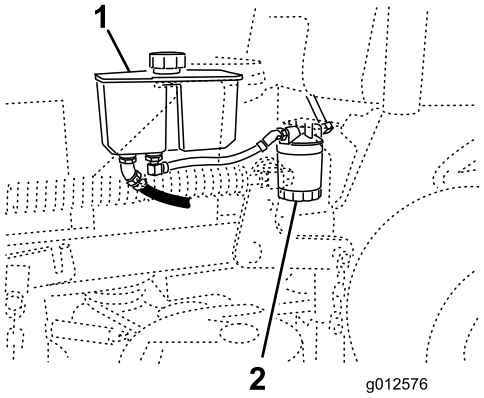

Figur 76
3. Find filteret, og placer dræningsbakken under filteret (Figur 76).